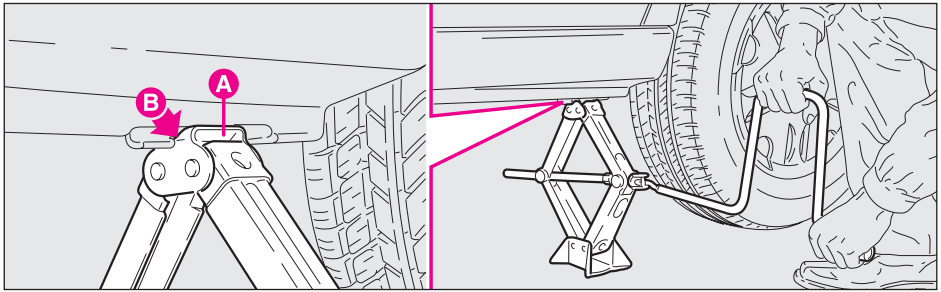

fig. 8
14) Make sure that the groove **A-fig. 8** on the jack is well fitted on the ribbing **B** on the side member.